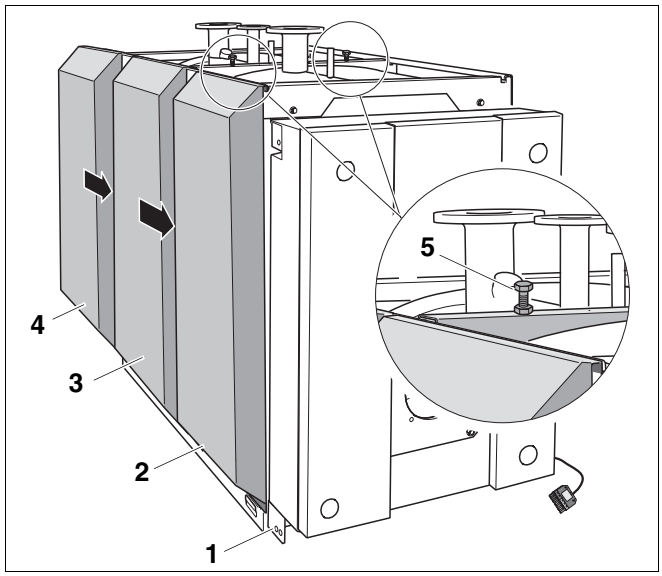

Rys. 32 Montaż tylnej i środkowej, lewej ścianki bocznej
Aby uprościć montaż środkowej i tylnej ścianki bocznej (rys. 32, **poz. 3** i **poz. 4**), podczas zawieszania należy między ściankami bocznymi pozostawić szczelinę umożliwiającą włożenie rąk.
- Umieścić środkową ściankę boczną (rys. 32, **poz. 3**) za zaczepami ramy kotła i zawiesić zagięciem na bocznym profilu poprzecznym.
- Dosunąć środkową ściankę boczną (rys. 32, **poz. 3**) do przedniej ścianki bocznej (rys. 32, **poz. 2**).
- Umieścić tylną ściankę boczną (rys. 32, **poz. 4**) za zaczepami ramy kotła i zawiesić zagięciem na bocznym profilu poprzecznym.
- Dosunąć tylną ściankę boczną (rys. 32, **poz. 4**) do środkowej ścianki bocznej (rys. 32, **poz. 3**).
- Ustawić środkowy profil poprzeczny przy pomocy 2 śrub regulacyjnych (rys. 32, **poz. 5**) w taki sposób, aby ścianki boczne były ułożone równolegle.